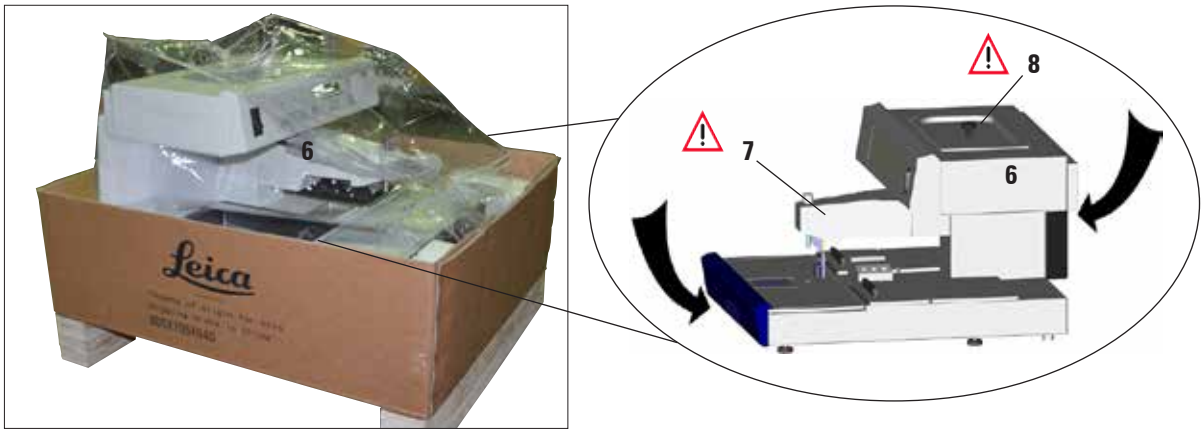

Fig. 5
5. Pour soulever l'instrument (**6**), ne le saisissez qu'au niveau de la base du carter à l'avant et à l'arrière (voir la flèche dans la vue détaillée de la Fig. 5) ; soulevez-le, puis sortez-le.